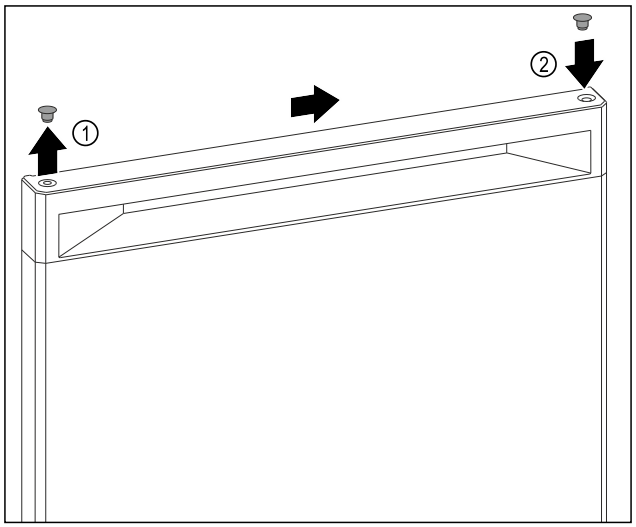

Fig. 9
▶ Lyft försiktigt täckplugg på dörrens ovansida *Fig. 9 (1)* med spårskruvmejsel.
▶ Sätt in täckplugg på motsatta sidan. *Fig. 9 (2)*